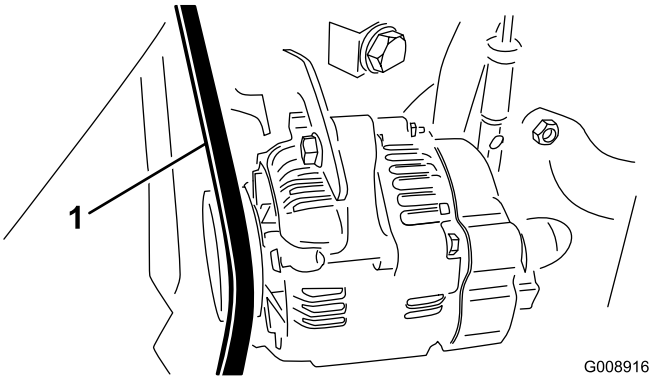

**Figur 69**
2. Kontroller spenningen ved å trykke ned remmen midt mellom generatoren og veivakselrullene med en kraft på 30 Nm (Figur 69).